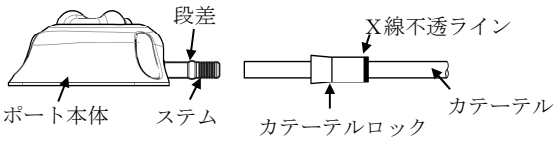

図8
1)ポート本体のステムとカテーテルを一直線上に並べる（図8）。